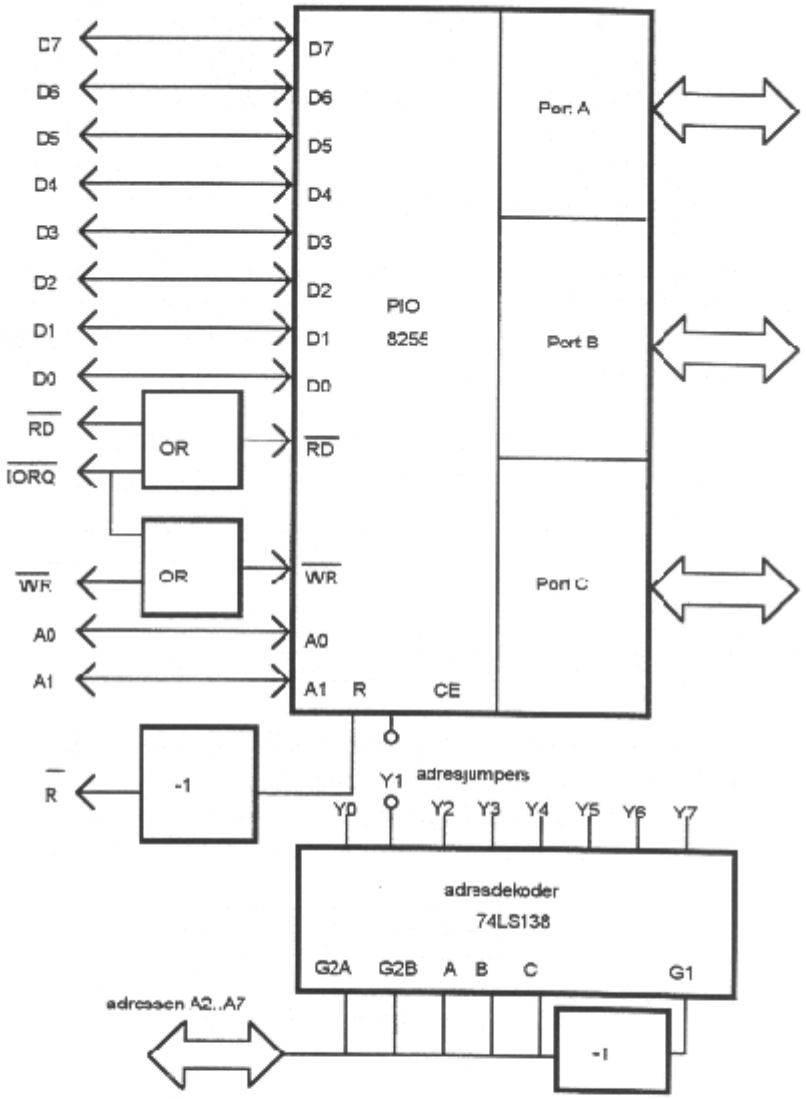

Figuur 3
Naar de kant van de computer zien we de 8 bit brede databus, twee adresbussen A0 en A1, en de stuurlijnen READ (RD), WRITE (WR) en RESET (R). Intern beschikt het IC over de nodige besturingslogica en de invoer- en uitvoerregisters voor de drie poorten A, B en C. Behalve het PIO IC is er nog een adresdecoder, de 74LS138, nodig om het PIO IC aan te kunnen sturen vanuit de PC. Figuur 3 toont het inwendige van de adresdecoder 74LS138.